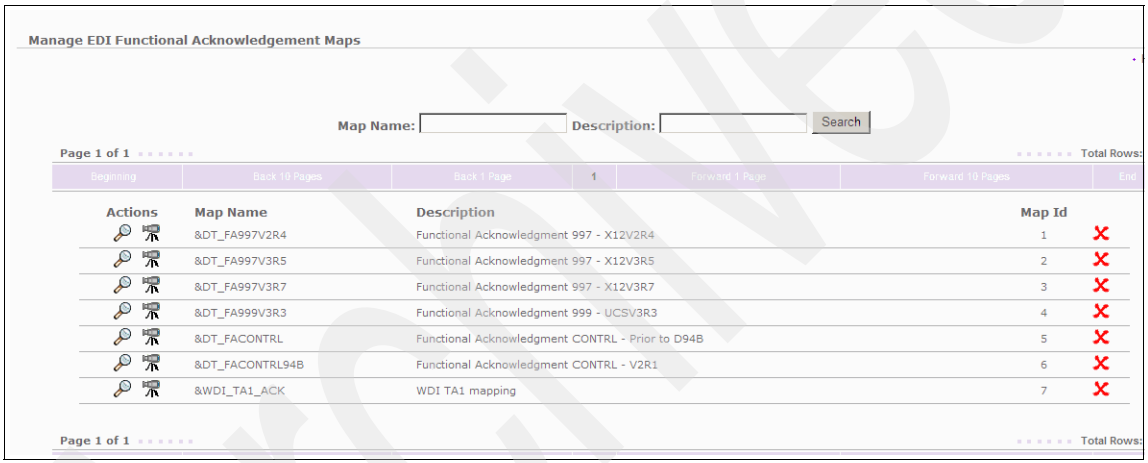

Figure 20-2 List of the EDI FA maps in Community Console
1. Click **Hub Admin** → **Hub Configuration** → **Maps** → **EDI FA Maps**. We can see the list of default EDI FA Maps under this list (Figure 20-2).